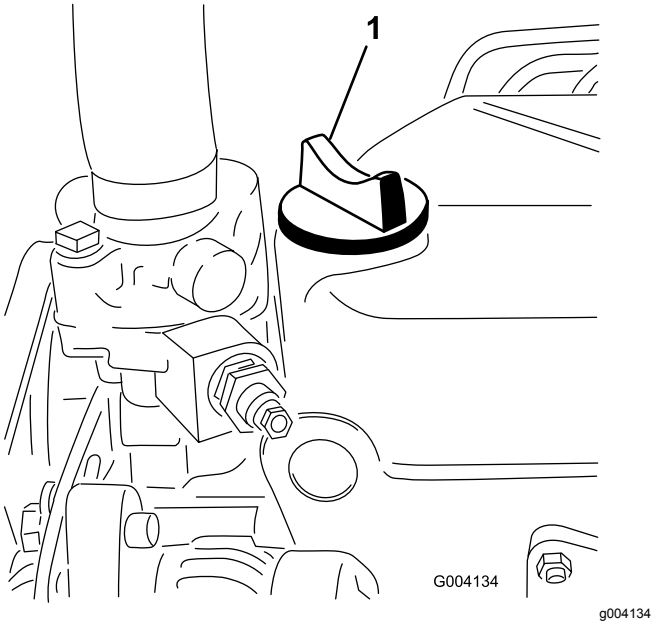

Figur 44
5. Hvis olieniveauet er under Full-mærket, skal du fjerne påfyldningsdækslet (Figur 44) og fylde olie på, indtil niveauet når Full-mærket på målepinden. **Fyld ikke for meget på.**